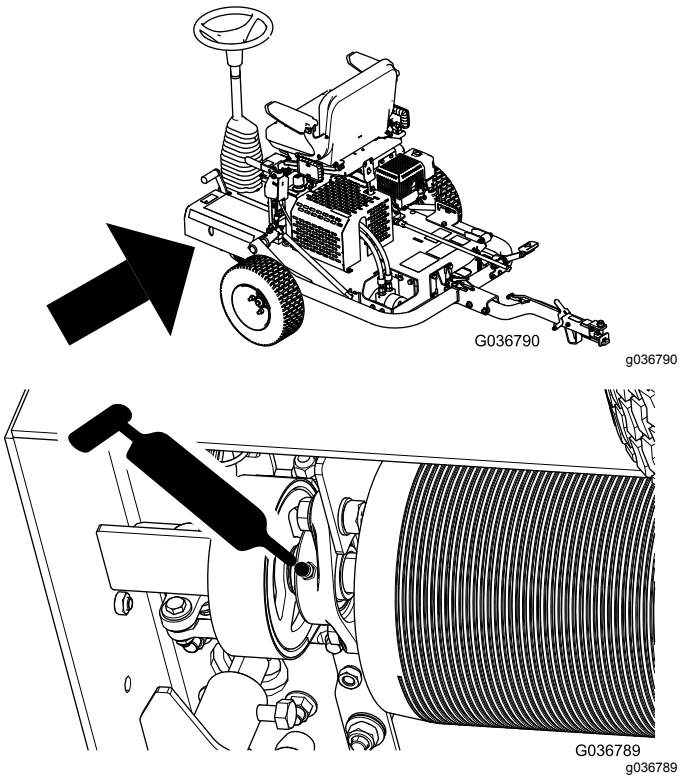

Figure 25
3. Injectez de la graisse dans le graisseur comme montré à la Figure 25.